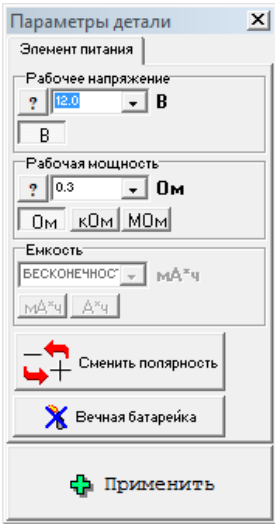

Рис. 7
3. Выставьте параметры элементов электрической цепи: рабочее напряжение элемента питания «9 В», сопротивление резисторов: R_1 = 5,0 Ом, R_2 = 10,0 Ом, R_3 = 15,0 Ом (или другие, указанные преподавателем). мощности всех резисторов по 50 Вт. Для этого выделите нужный элемент цепи, щёлкнув по нему «мышкой», и откройте окно «Параметры детали» (рис. 7), щёлкнув по кнопке, изображённой на рис. 8а. В открывшемся списке выберите необходимый параметр и нажмите клавишу «Применить». Занесите значения выставленных сопротивлений в таблицу 1 и таблицу 2.